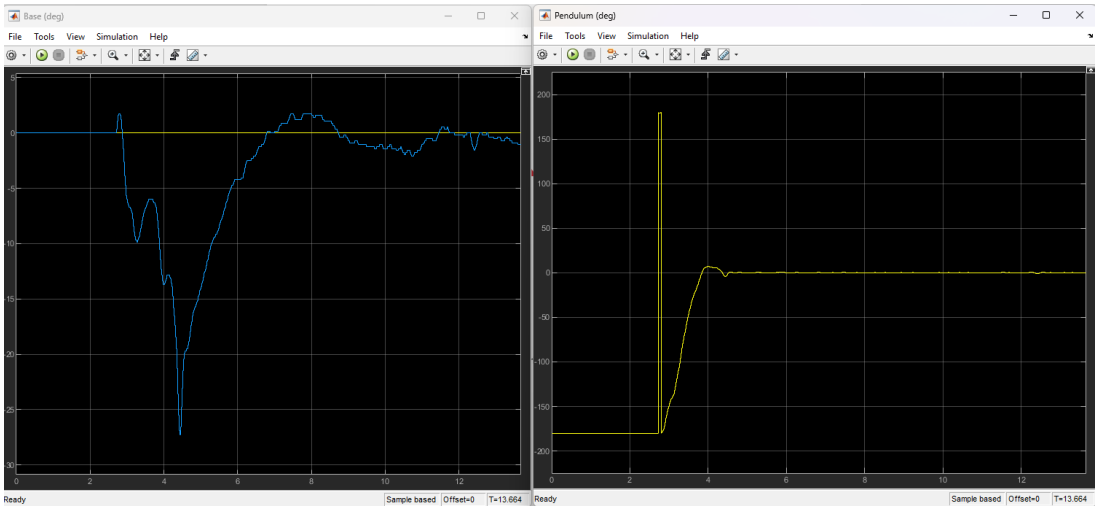

Figure 2. Sample response of balancing the Qube-Servo 3 pendulum.
9. Manually bring the pendulum up until the controller engages. Take a screenshot of the Pendulum, Base and Voltage scopes. They should look similar to Figure 2.